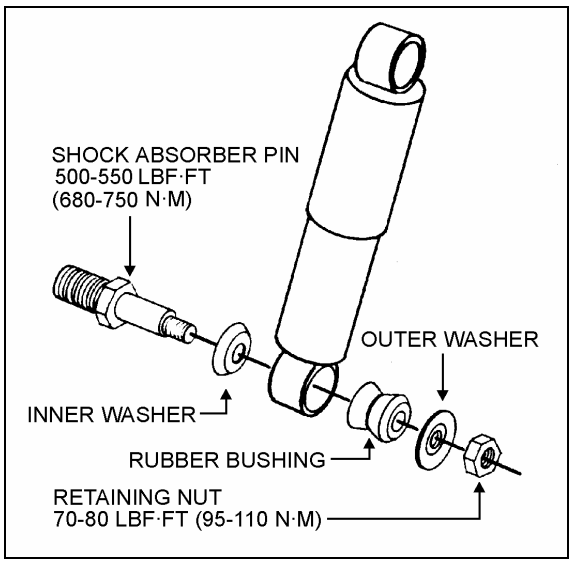

FIGURE 4: SHOCK ABSORBER 16008
1. Remove nuts and washers from shock absorbers on upper and lower mounting pins, taking care to identify the inner and outer washers to ease reinstallation. Refer to figure 4 for details